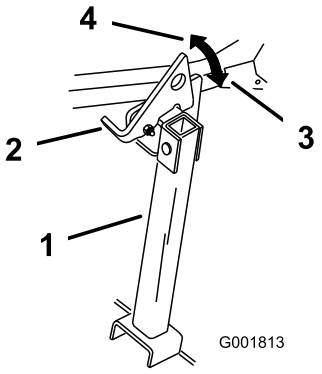

Figuur 28
2. Zet de vergrendeling omhoog in de ontgrendelde stand (Figuur 28).